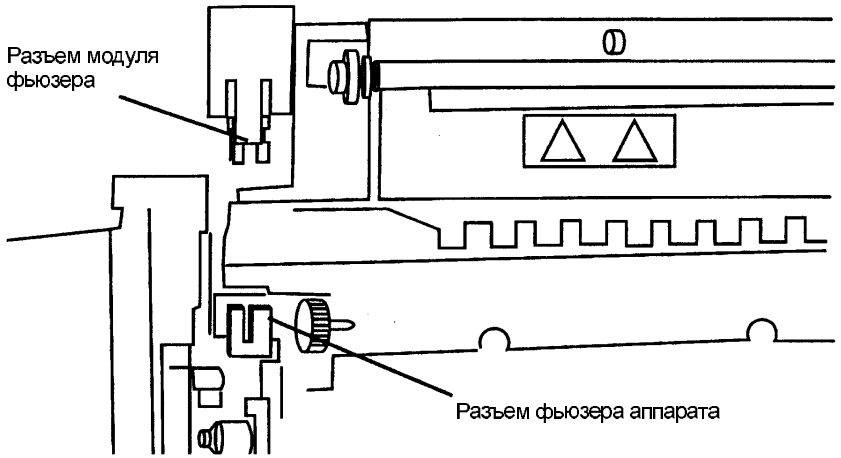

Рис. 2. Установка модуля фьюзера.
1. Установите модуль фьюзера так, чтобы разъем модуля фьюзера и разъем фьюзера аппарата надежно соединились. Убедитесь, что разъем маленьких белых проводов в разъеме фьюзера аппарата не выдвинут из нижней части разъема фьюзера аппарата (Рис. 2).